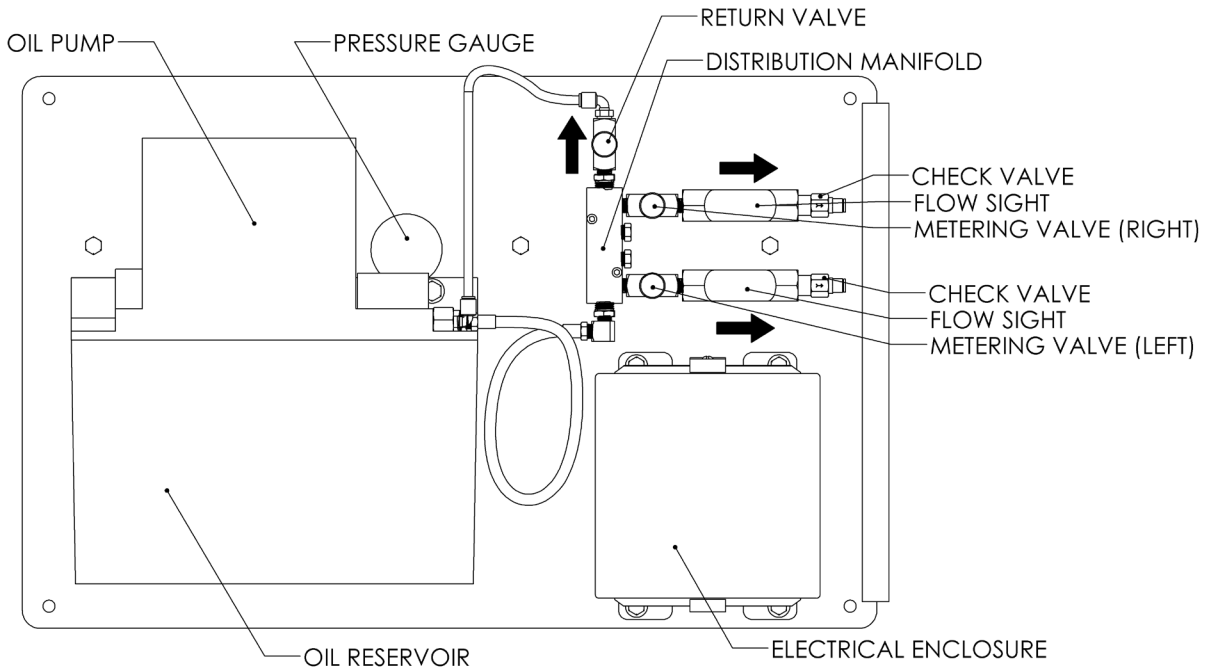

Figure 17-Oiler Pump and Flow Adjustment Panel
d. See Figure 17 for a detail of the oiler pump and metering unit.